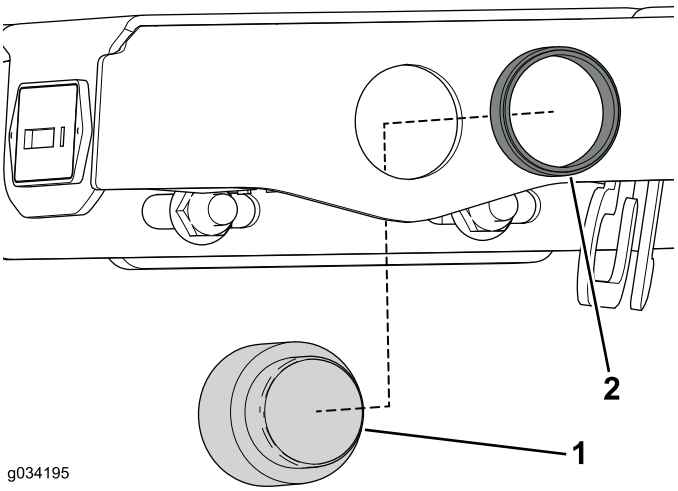

Figur 27
2. Använd fästringen för att fästa ljudlarmet vid konsolenheten (Figur 27).